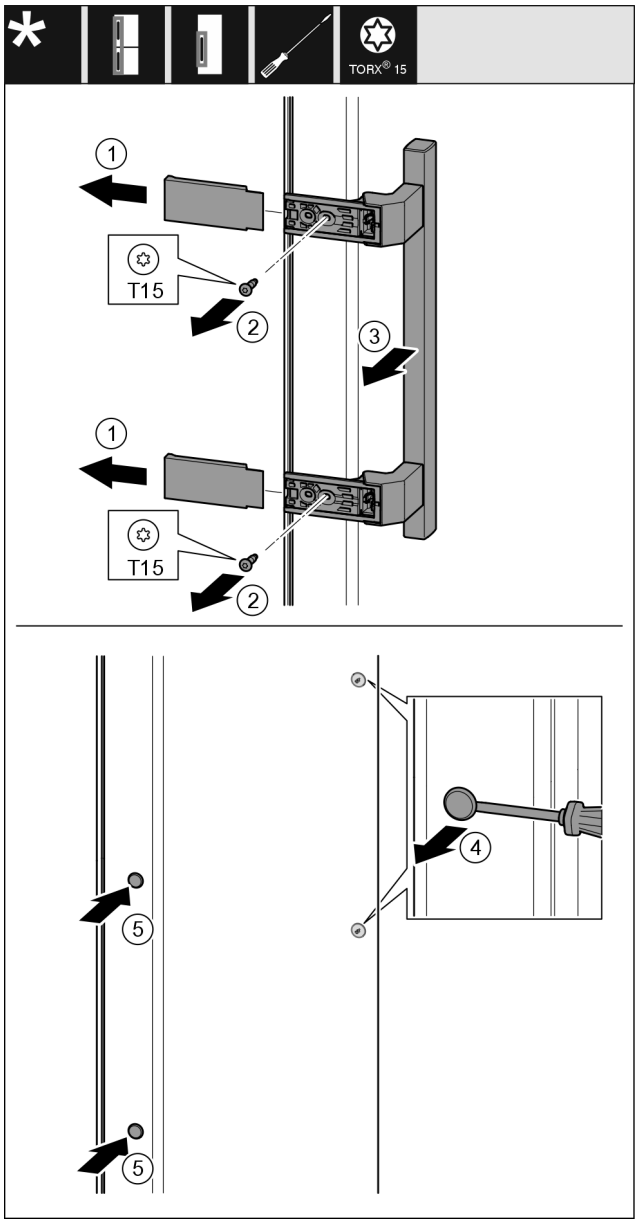

Fig. 18
- ▶ Noņemiet pārsegu *Fig. 18 (1)*.
- ▶ Ar skrūvgriezi izskrūvējiet skrūves *Fig. 18 (2)*.
- ▶ Noņemiet rokturi *Fig. 18 (3)*.
- ▶ Paceliet uzmanīgi ar plakano skrūvgriezi un izvelciet ārā sānu aizbāzni *Fig. 18 (4)*.
- ▶ Ievietojiet atpakaļ aizbāzni *Fig. 18 (5)* otrajā pusē.